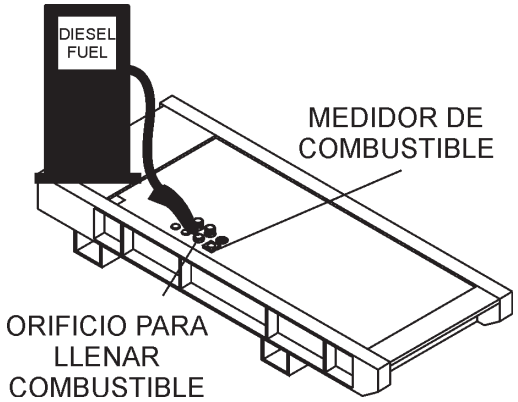

**Figura 31. Sistema del tanque de combustible de tipo de base**
La serie de generador es DCA300SSK pueden (si esta equipado con un remolque ó una base) tener un ***sistema de doble tanque de combustible*** (Figura 30), el cual consiste de un tanque de combustible ***interno*** del generador y un tanque de combustible ***montado en el remolque***. Es posible también que el generador pueda estar equipado con un tanque de combustible ***montado en la base*** (Figura 31). El tipo de base del sistema de combustible no usa un tanque de combustible interno del generador
1. **Nivel del Tanque –** Asegúrese que el depósito de combustible esté al nivel de la tierra. Falla de hacerlo causara que derrames antes de llenarse (Figura 31).